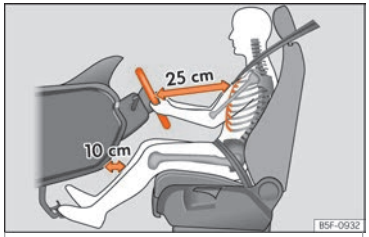

Fig. 7 La distance correcte entre le conducteur et le volant doit être de 25 cm minimum (10 pouces).
- Réglez le volant de sorte qu'il se trouve à une distance d'au moins 25 cm (10 pouces) du sternum ››› **fig. 7** et que vous puissiez le tenir à deux mains sur les côtés, à l'extérieur, les bras légèrement fléchis.
- Réglez le siège dans la longueur de manière à pouvoir actionner à fond les pédales avec les genoux légèrement fléchis et de manière à laisser une distance d'au moins 10 cm (4 pouces) entre les genoux et le combiné d'instruments ››› **fig. 7**.